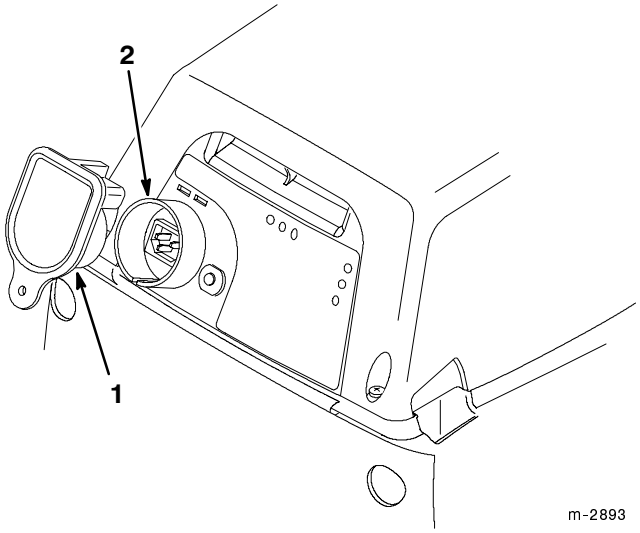

Figure 13
2. If the key is in the plug receptacle, remove it (Fig. 13).
1. Remove the key from the plug receptacle (Fig. 13).